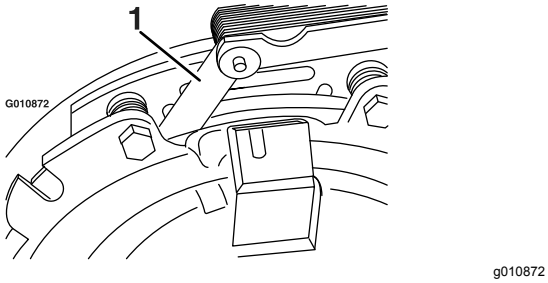
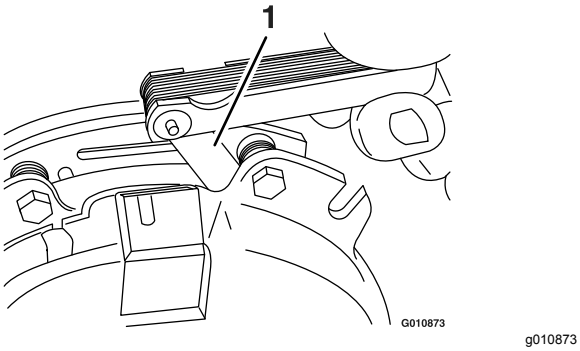

Figur 76
Figur 77
E. Brug en søgelære på 0,25 mm til at kontrollere, at der er et gab mellem rotor- og armaturoverfladen på begge sider af bremsestangen som vist i Figur 76 og Figur 77.